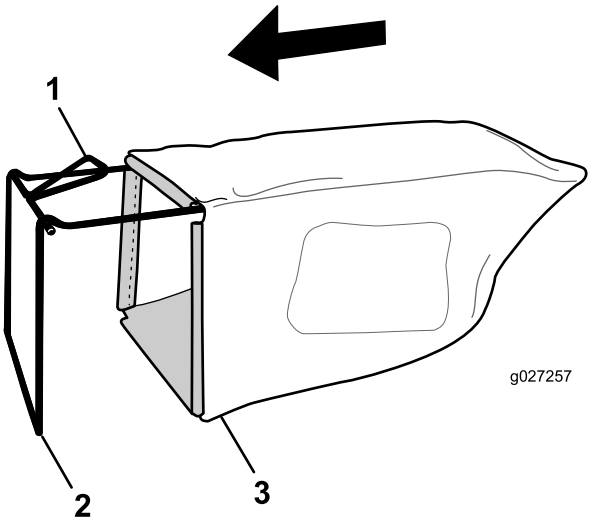

Figur 7
1. För gräsuppsamlaren över ramen i enlighet med Figur 7.
**Obs:** För inte uppsamlaren över handtaget (Figur 7).